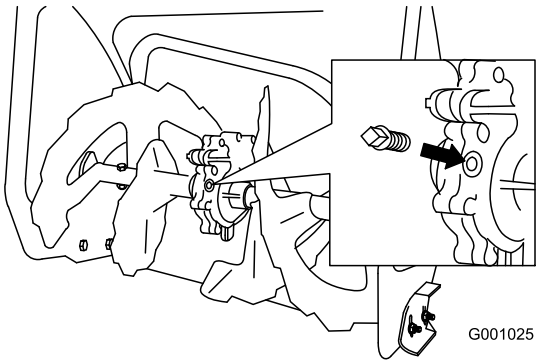

Figur 39
2. Rengør området omkring rørproppen (Figur 39).